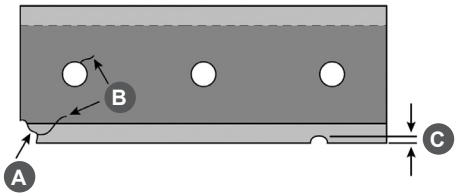

Рис. 34 Проверка состояния ножа
6. Осмотрите ножи. Если у ножа имеются: сколы углов (A), трещины (B) и вмятины (C) глубиной более 1,5 мм – нож необходимо заменить (Рис. 34).